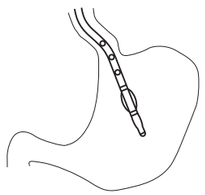

図７
9. X線透視下で先端位置を確認しながら本品を進め、胃まで到達したら、必要に応じ胃内容物を吸引する（**図７**）。